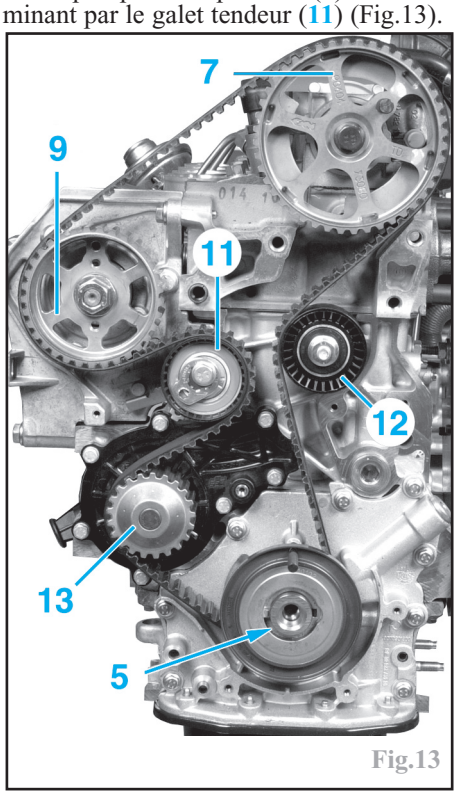

Fig.13
Reposer la courroie de distribution en commençant par la roue dentée de vilebrequin (5), le galet enrouleur (12), la roue dentée d'arbre à cames (7), la roue dentée de pompe à eau (13), la roue dentée de pompe haute pression (9) et en terminant par le galet tendeur (11) (Fig.13).